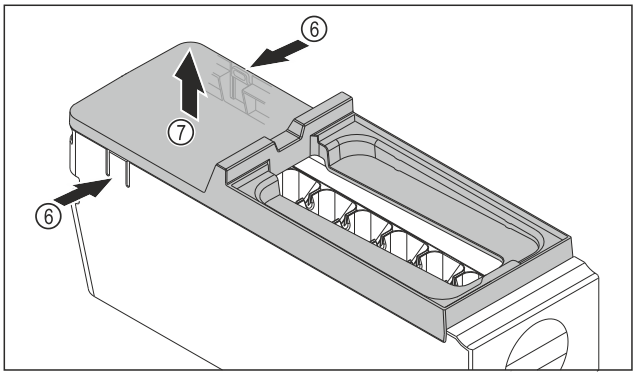

Fig. 146
▶ Ta bort skyddet på EasyTwist-Ice-enheten: Tryck på skenorna *Fig. 146 (6)* på båda sidor av EasyTwist-Ice-enheten med en hand.
▶ Ta bort skyddet *Fig. 146 (7)* uppåt med andra handen.